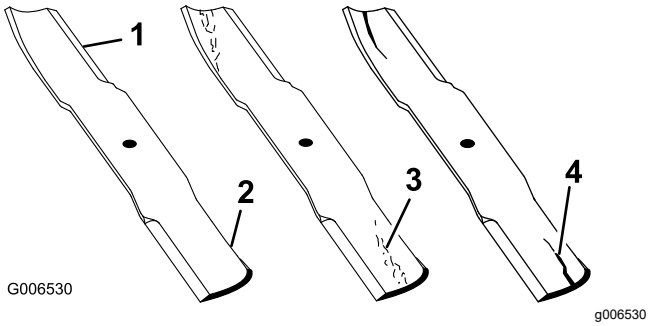

Figura 85
1. Inspeccione los filos de corte (Figura 85).
4. Si observa fisuras, desgaste o la formación de una ranura en esta zona, instale de inmediato una cuchilla nueva (Figura 85).